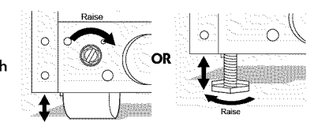

Figure 2 Figure 3
2. Use a flat-blade screwdriver or $^3/_8$ inch socket wrench to raise or lower the front rollers (Figure 2). Use adjustable wrench to adjust leveling screws. Lower the leveling screws on each side clockwise until they contact the floor (Figure 3).